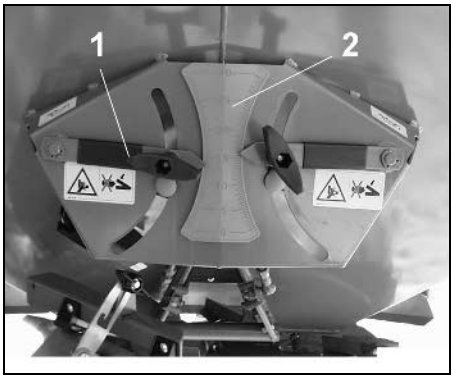

Rys. 44
- Przy **wysiewie granicznym** cofnąć ustawienie zasuwy dźwignią ustalającą (Rys. 44/1) po lewej stronie maszyny o dwie kreski skali (Rys. 44/2).